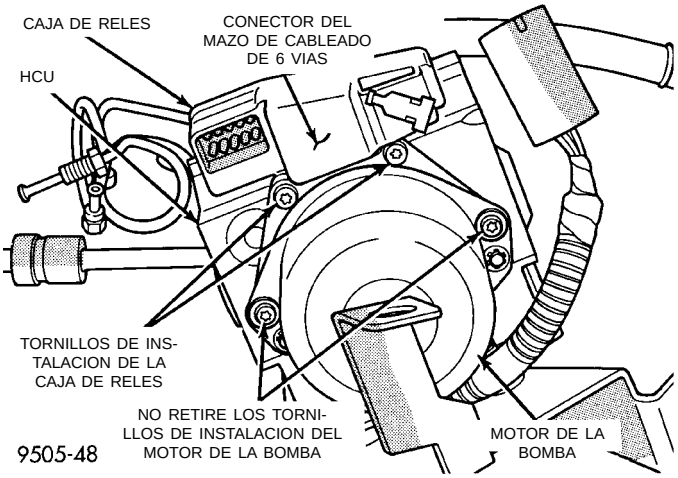

Fig. 24 Tornillos de instalación de la caja de relés a la HCU
(1) Desconecte el cable negativo (masa) de la batería y aíslelo.
(2) Retire la HCU del vehículo. Para informarse sobre el procedimiento de desmontaje de la HCU requerido, consulte Unidad hidráulica de control en Desmontaje e instalación de la sección Sistema de frenos antibloqueo, en este grupo del manual de servicio.
(3) Desacople el conector del mazo de cableado de 6 vías (Fig. 24) de la caja de relés.
(4) Retire los 2 tornillos (Fig. 24) que fijan el conjunto de la caja de relés a la HCU. **Retire únicamente los 2 tornillos que fijan la caja de relés a la HCU. No retire los tornillos de instalación del motor de la bomba (Fig. 24).**
(2) Coloque la caja de relés en la HCU y alinee cuidadosamente los terminales en la caja de relés con los terminales en el motor de la bomba.
(3) Tome con fuerza la caja de relés con ambas manos. Luego, sin torcerla o sacudirla, presione la caja de relés sobre el conector eléctrico del motor de la bomba con la mano, hasta donde sea posible.
(4) Instale y apriete firmemente los 2 tornillos (Fig. 24) que fijan el conjunto de la caja de relés a la HCU.
(5) Vuelva a conectar el conector de 6 vías en la caja de relés.
(6) Vuelva a instalar la HCU en el vehículo. Para informarse sobre el procedimiento de instalación de la HCU requerido, consulte Unidad hidráulica de control en Desmontaje e instalación de la sección Sistema de frenos antibloqueo, en este grupo del manual de servicio.
(7) Conecte nuevamente el cable de masa negativo (-) en el borne negativo de la batería.
(8) Purgue el sistema de frenos básicos y el sistema hidráulico de frenos ABS. Para informarse sobre los procedimientos requeridos, consulte Purga del sistema hidráulico de frenos básicos, en la sección Procedimientos de servicio de frenos básicos, y Procedimiento de purga del sistema hidráulico de frenos antibloqueo, en Procedimientos de servicio de frenos antibloqueo.
(9) Realice una prueba de carretera del vehículo para asegurar el funcionamiento apropiado de los sistemas básico y ABS.